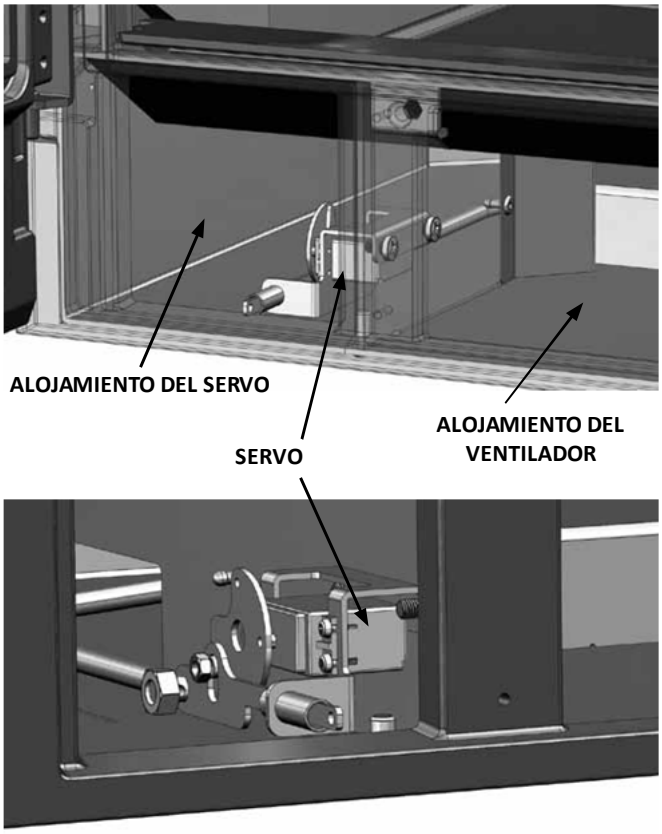

FIG. 3-4
3. Cuando se saca la bandeja soporte del ventilador se accede al alojamiento del servomotor (Fig. 3-4).